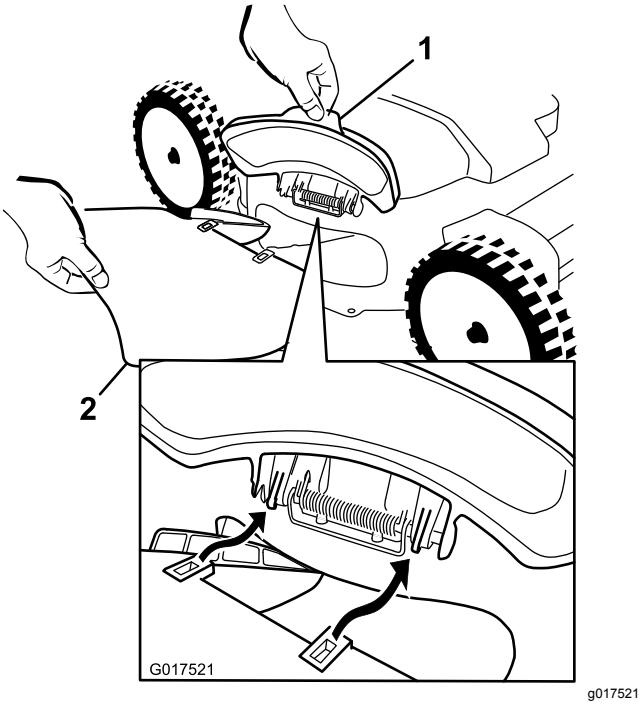
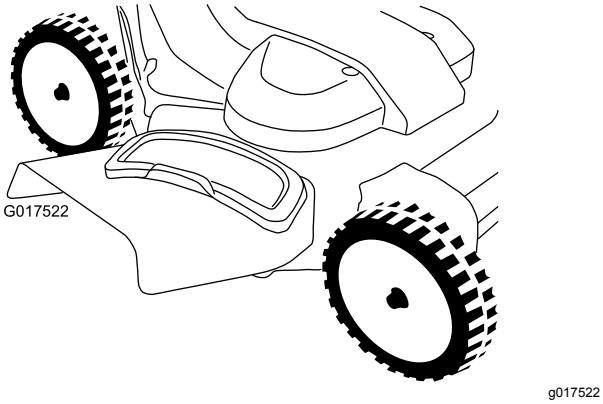

Figur 28
Figur 29
1. Lyft upp sidoutkastarluckan (Figur 28).
2. Montera sidoutkastaren enligt Figur 28 och Figur 29, och stäng utkastarens lucka.